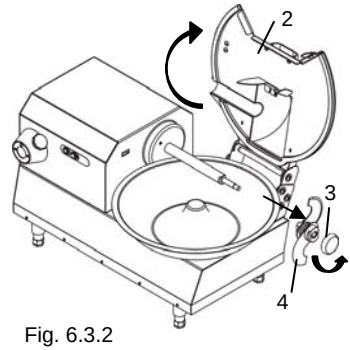

Fig. 6.3.2
- Raise the lid "2" (Fig. 6.3.2).
- Turn the lock knob of the blade holder “3” (Fig. 6.3.2).
- Remove the blade holder “4” (Fig. 6.3.2) from the shaft
- Raise the lid "2" (Fig. 6.3.2) and extract it from its seat.